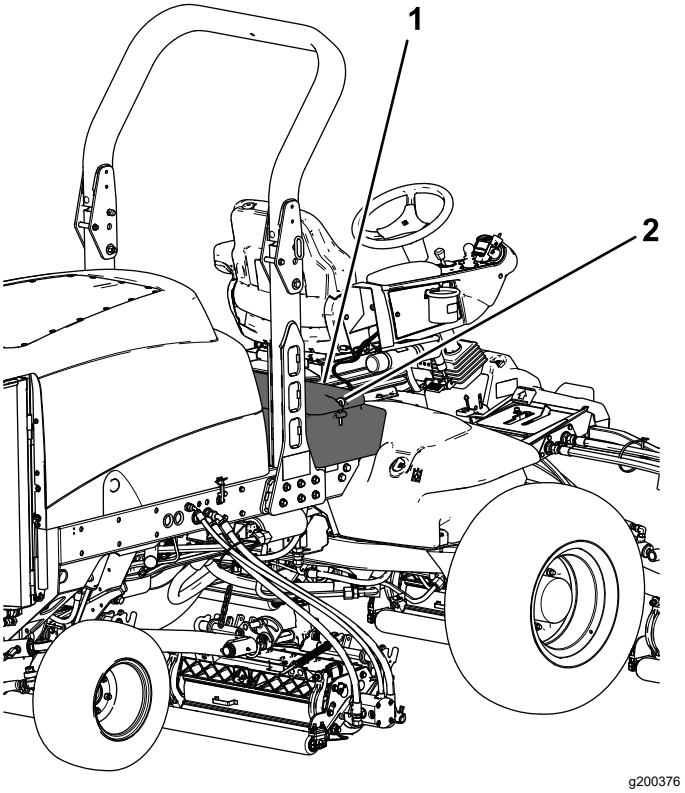

Figur 94
2. Lås operatørens konsolpanel op, og løft det op (Figur 94).